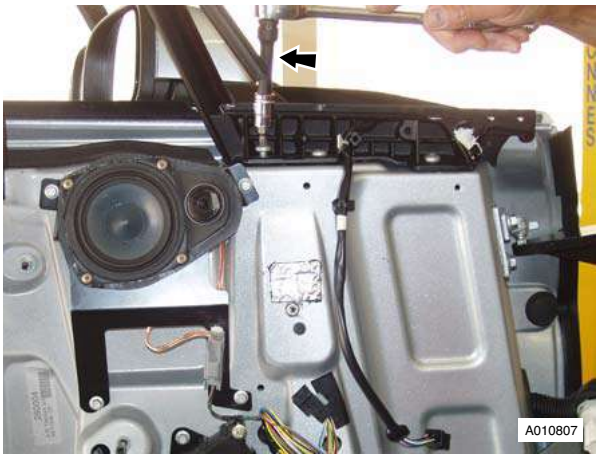

Figure 2
5. Remove bolts (x4) and remove mirror assembly (see Fig 2).